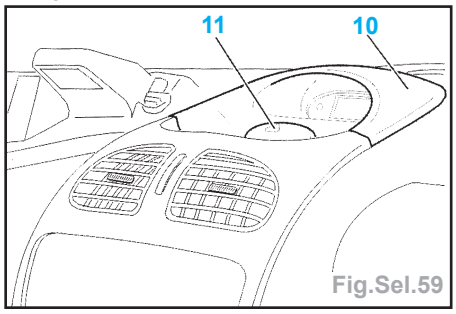

Fig.Sel.59
- Dégrafer en tirant vers soi la façade centrale supérieure (10) et débrancher l'interrupteur du signal de détresse (11) (Fig.Sel.59).